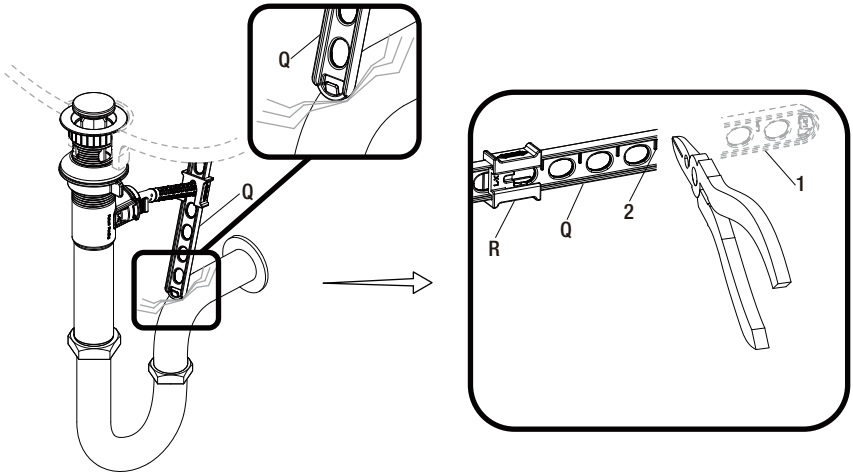

Fig. 1 Fig. 2
- ☐ Si la correa de la varilla de elevación (Q) sobresale tanto que interfiere con tu instalación, como se muestra en la Fig 1, la varilla de elevación (Q) puede recortarse.